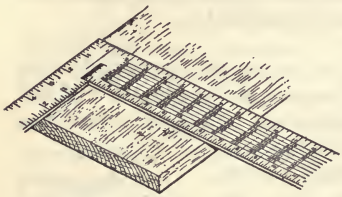

Fig. 21.
the table represents a 1″ board 12″ wide and is the point from which to start in using the table. For a board 1″x8″x10′, under the figure 12 (just mentioned) locate 10, the length of the board. The figures under the width of the board (8) and directly opposite the number 10 give the board feet in the board, namely 6 8/12 board feet. See Fig. 21. To understand other methods of measuring as laid out on different squares, books which describe the steel square in detail should be studied. An instruction book generally accompanies a new square. This book explains the various tables on the square, tells about laying-out rafter cuts, etc.